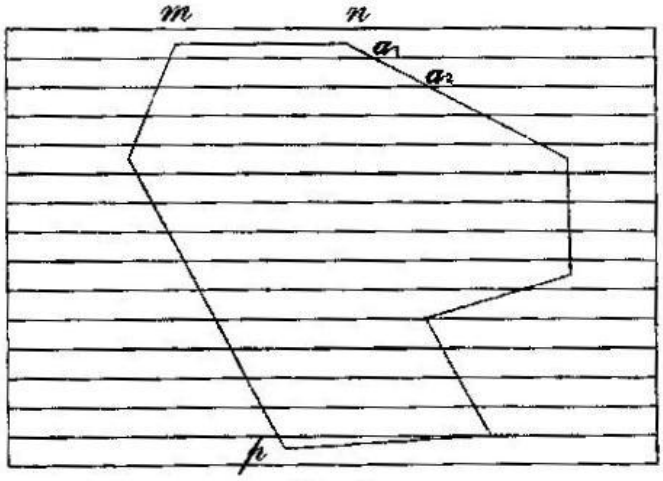

Рис. 4.
1) Размещаем крайние точки контура (m, n и p) посередине между параллельными линиями, которые проведены на прозрачной бумаге через равные отрезки h = 4 мм (рис. 4).